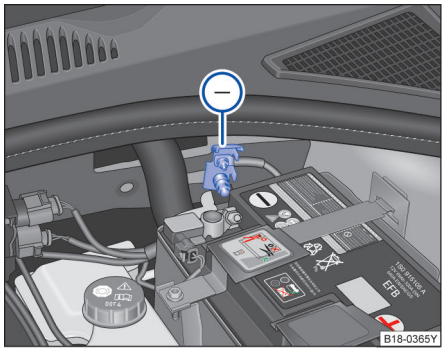

图 171 用于充电器负极连接的接地点
- 将黑色电缆的另一端 Ⓧ 连接到无电蓄电池汽车发动机缸体上的螺栓连接金属部件上或发动机舱内的连接点上⇒图 171，连接点必须尽可能远离无电蓄电池Ⓐ。
在利用外接电源对车辆蓄电池充电时，请勿将充电器的负极接在蓄电池的负极上，必须连接到发动机壳体上或发动机机舱内的接地点处⇒图 171。